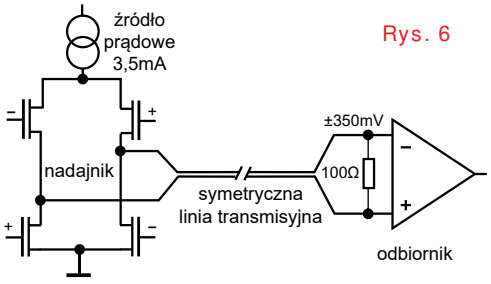

Rys. 6
**Rysunek 6** pokazuje zasadę pracy linii LVDS. Źródło prądowe o wydajności 3,5mA określa prąd w torze, linia w odbiorniku jest zakończona terminatorem – rezystancją 100 omów, która jest też dopasowaniem do oporności falowej toru przesyłowego. Nietrudno policzyć, że przepływ prądu 3,5mA przez rezystancję 100Ω daje sygnał o amplitudzie 350mV.